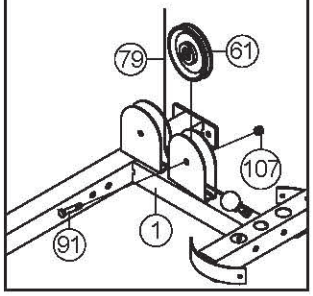
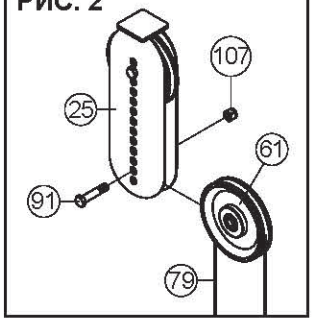
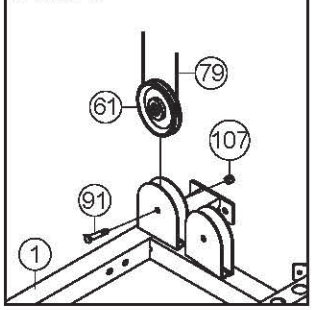
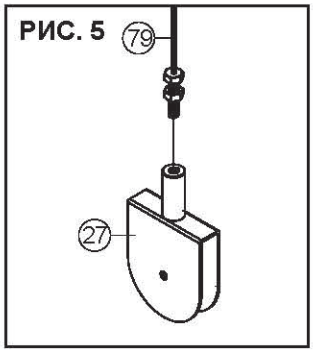

РИС. 2
РИС. 3
РИС. 5
РИС. 4
Установите резьбовой конец верхнего троса (80) в отверстие, расположенное в передней части верхней рамы (5)(Рис. 1). Протяните трос поверх двух шкивов на верхней раме (5)(Рис. 1, 2), затем через левый шкив (из положения сидя на тренажёре) на селекторе рычага жима (8)(Рис. 3, Шаг 1) и под шкивом, закрепленном на передней стойке (4). Далее протяните трос через правый шкив селектора (8)(Рис. 3, Шаг 2) и через шкив, закрепленный на передней стойке (4)(Рис. 3, Рис. 4). После этого опустите трос к регулируемому блоку (26) (Рис. 6), снова поднимите трос наверх и протяните его через левый шкив верхней рамы (5)(Рис. 7). В завершение опустите трос, оберните его вокруг верхнего шкива на блоке (25)(Рис. 8), поднимите и протяните через два шкива верхней рамы (5), ведущие к стойке грузов. Закрутите конец троса в стержень (69)(Рис. 9).
Протяните трос (78) через отверстие и шкив на передней стойке (4)(Рис. 1), затем опутите трос к переднему шкиву, расположенному на вершине механизма тросового рычага (20)(Рис. 2). После этого поднимите трос к нижнему шкиву на регулируемом блоке (26)(Рис. 3), протяните его через задний шкив на механизме тросового рычага(20)(Рис. 4) к шкиву на главной раме (1)(Рис. 2) и подсоедините к рычагу (12). Протяните трос (78) под обоими шкивами на главной раме (1) и под шкивом рычага (12).
Закрепите шкив на главной раме (1), рядом со стойкой для грузов, как показано на рисунке 1, при этом сферический конец груза должен быть направлен к стойке грузов. Поднимите трос к нижнему шкиву регулируемого блока (25)(Рис. 2), протяните трос через этот шкив, а затем опустите его к шкиву на главной раме (1)(Рис. 3). После этого поднимите трос к правому шкиву на верхней раме (5)(Рис. 4). Завершите установку троса, закрутив его резьбовой конец в одиночный шкивный блок (27)(Рис. 5).
Протяните трос рычага (81) вокруг этих шкивов, как показано на рисунке, и затем закрутите резьбовой конец троса в одиночный блок (27)(Рис. 5).